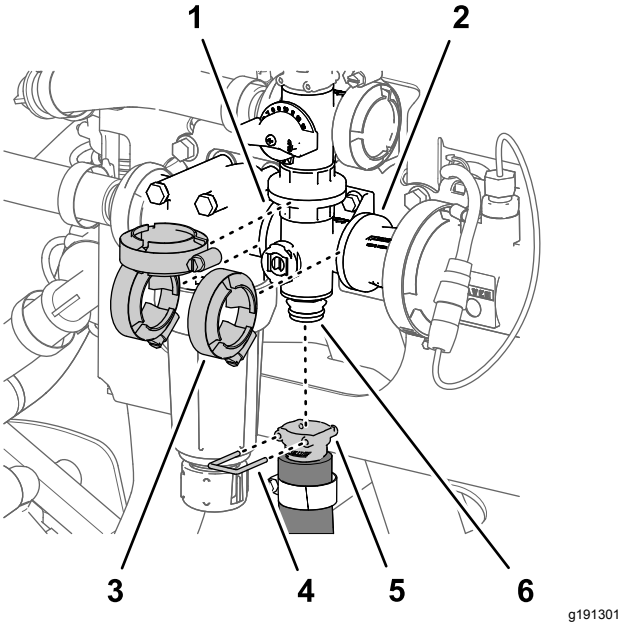

Figur 121
1. Rikta in flänsen på omrörningsventilens grenrör och de tre packningarna mot flänsarna på omrörningsöverströmningsventilen, tryckfilterhuvudet och kopplingsadaptern (Figur 120 och Figur 121).
2. Fäst omrörningsventilens grenrör löst vid omrörningsöverströmningsventilen, tryckfilterhuvudet och kopplingsadaptern (Figur 121) med de tre flänsklämmorna som du tog bort i Ta bort omrörningsventilens grenrör (sida 78).
5. Dra åt de tre flänsklämmorna för hand (Figur 121).
6. Montera omrörningsslangens snabbkoppling på snabbanslutningsfästet för omrörningsventilens grenrör med snabbkopplingstappen (Figur 121).